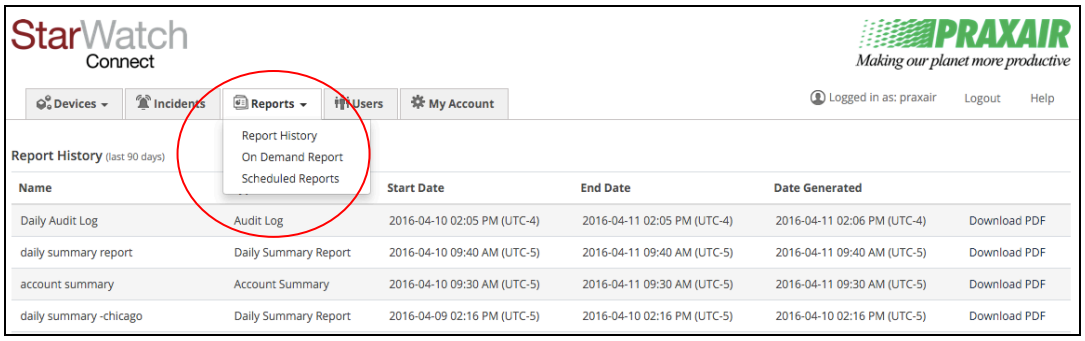

Figure 11: Reports Screen Example
1. Select the Reports tab, which displays a dropdown menu with three report options (see Figure 11).